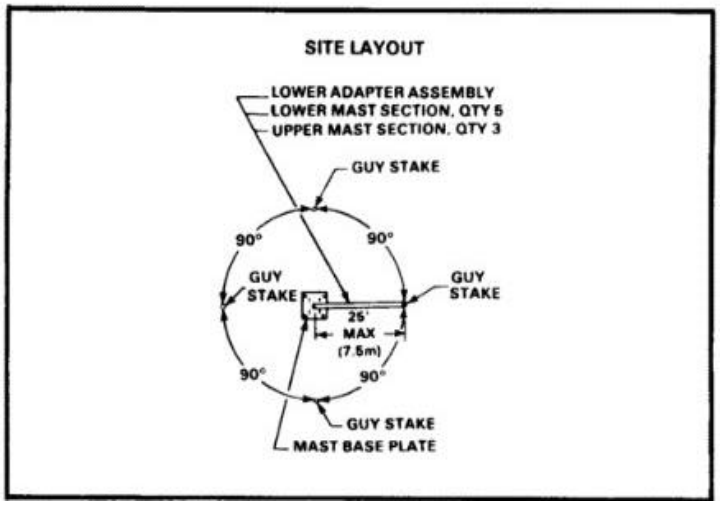

Figure 2-90 Positioning the Guy Stakes
4. To approximate the guy stake positioning radius, walk the assembled mast around the mast and base assembly. Locate the position of the four guy stakes at a maximum radius of 25 ft (7.62 meters) from the center of the base plate and a 90-degree angle between stakes. (Figure 2-90).
6. Return the mast and base assembly to the alignment shown in Figure 2-90.